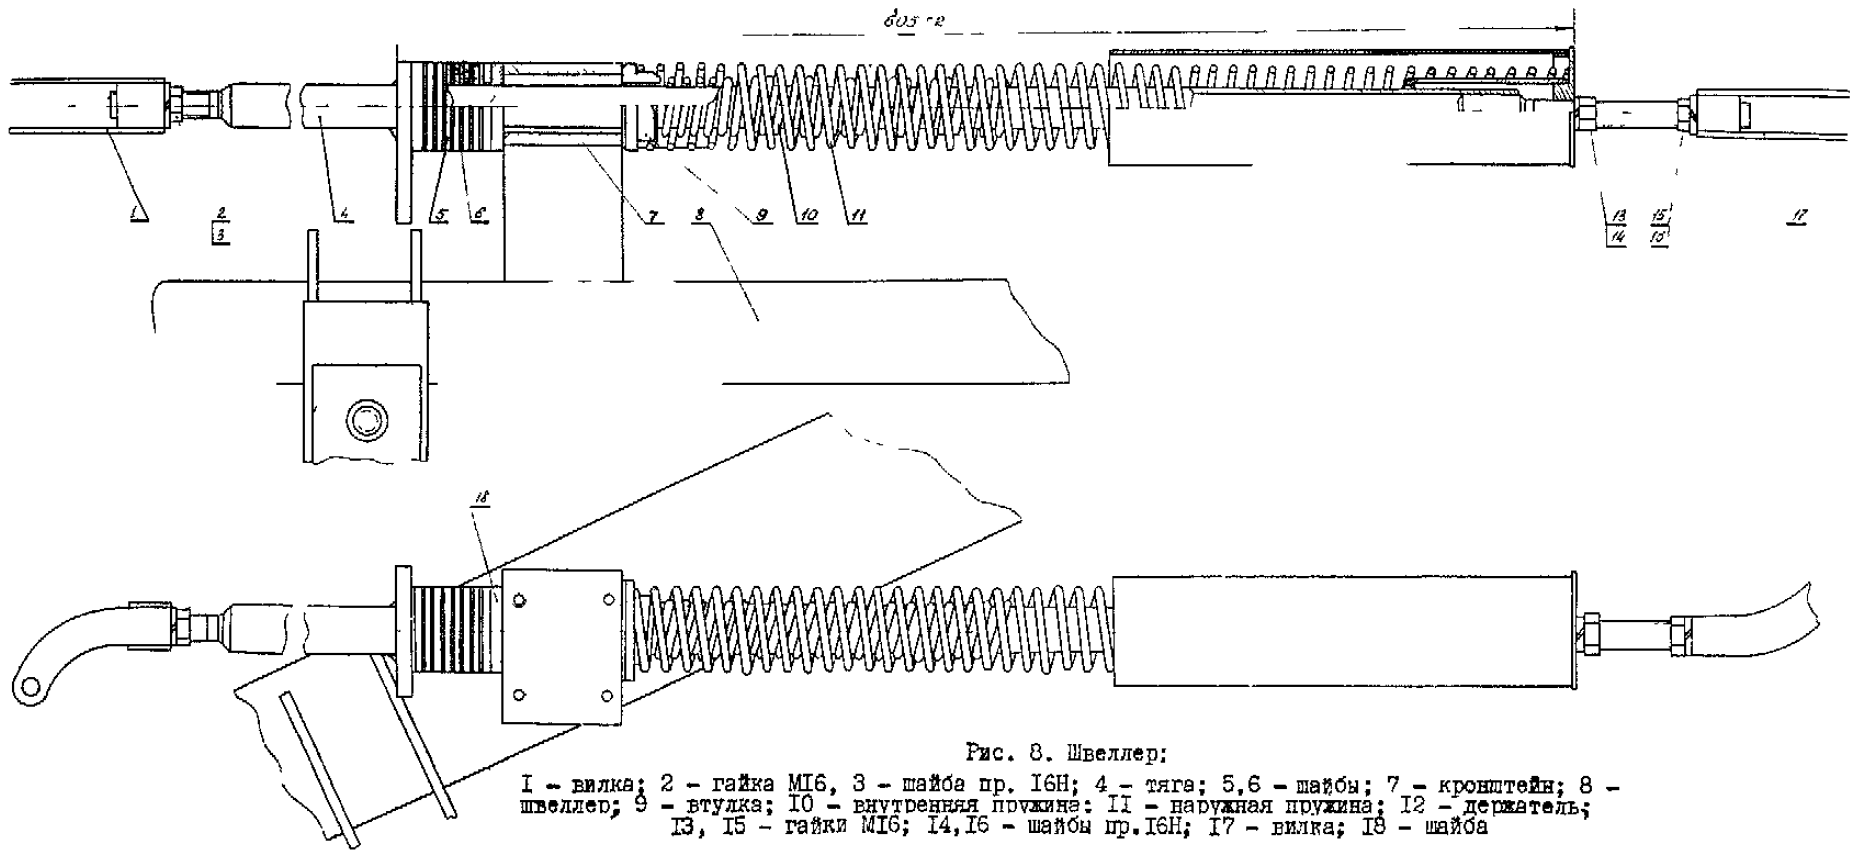

Рис. 8. Швеллер:
06.2. Отвинтить вилку I7 (рис. 8) с тяги 4.
06.I3. Установить на тягу 4 шайбы 5, и I8 согласно рис. 8.
06.I9. В отключенном положении отделителя сжать пружину, вращая держатель I2 (см. рис. 8), до размера 605±2 мм.